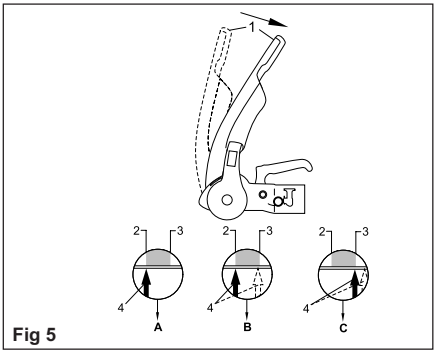

Fig 5
2) Open Stabiliser lever (Fig. 5/Item1).
4) If the arrow on the arm (Fig. 5/Item 4) is before or on the marked area (Fig. 5/Item 2) the friction pads are still as new (See A)